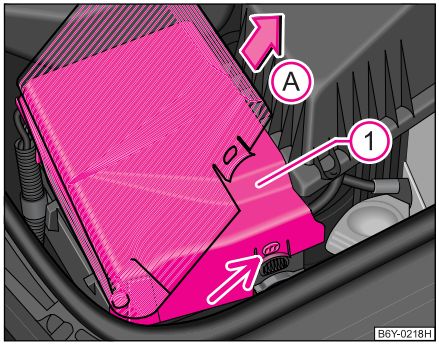

Fig. 142 Compartimentul motor: Bateria
– Trageţi elementele de fixare de pe părţile capacului bateriei (1), rabataţi capacul la cca. 45° şi scaoteţi capacul în sensul săgeţii (A) ⇒ fig. 142.